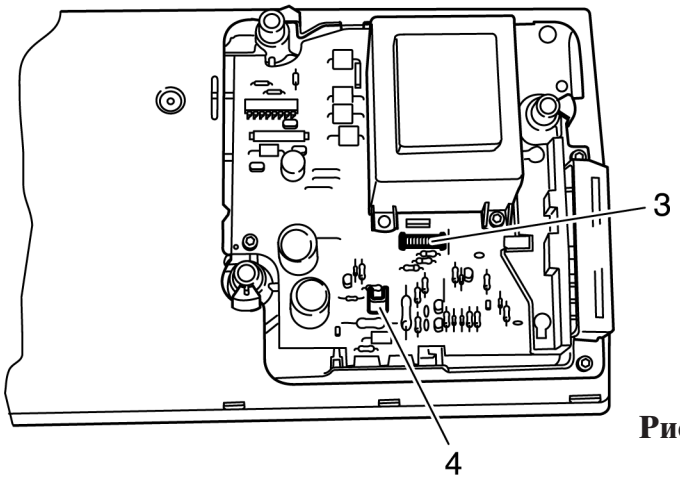

Рис. 108
- Откиньте вперед плиту основания и отсоедините обе вилочные части кабельных разъемов 3 и 4 от гнезд платы (рис. 108).
- Вставьте обе вилочные части кабельных разъемов 3 и 4 в гнезда платы плиты основания (рис. 108).